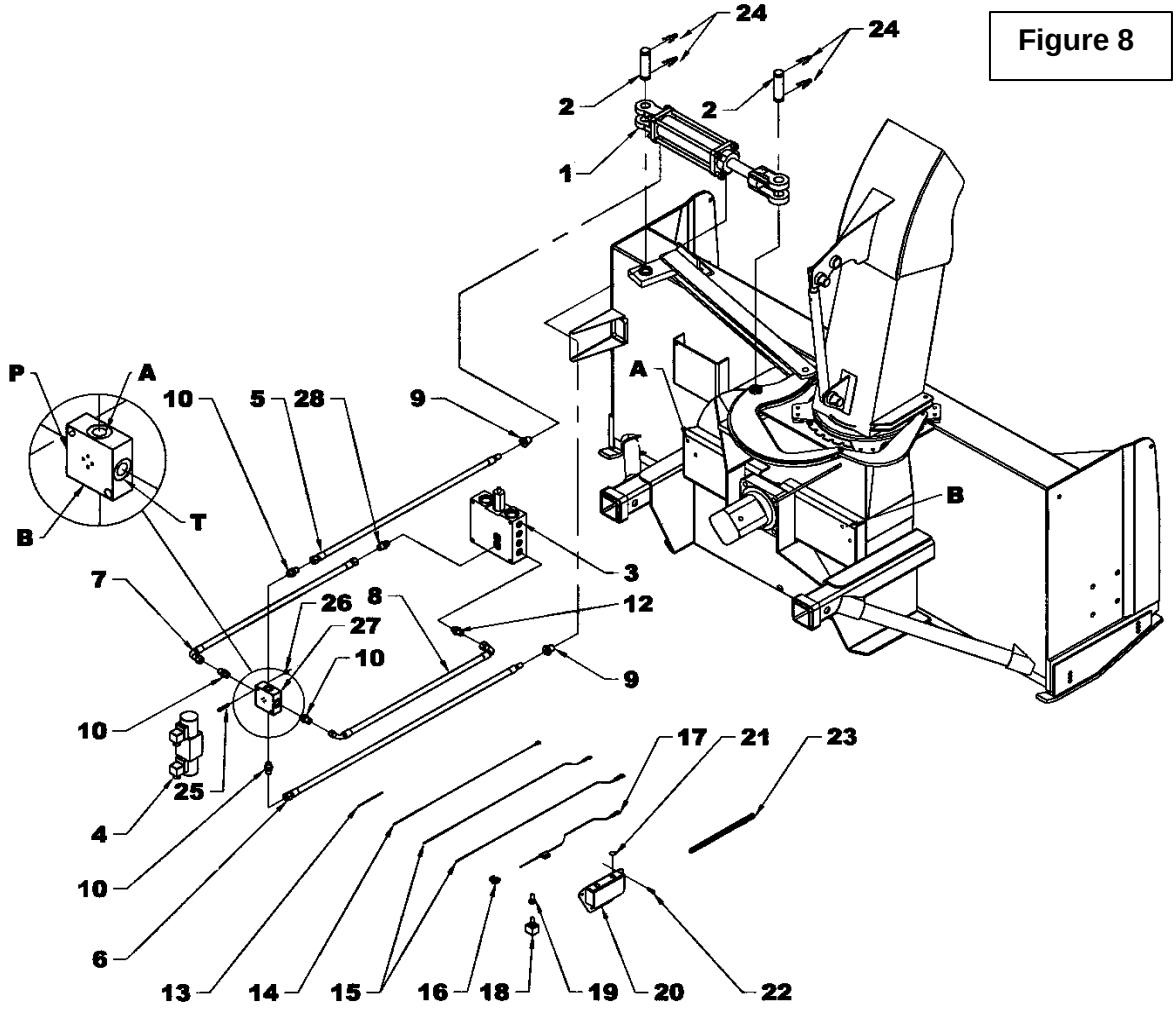

Figure 8
HYDRAULIC ROTATION - 8183 - *(3" x 8" Cylinder – 8150) (Figure 8)*
15. Remove the valve's (Fig. 8, item 4) connection case "A" (Fig. 7, item 3) of) by completely removing the front screw (Fig. 7, item 4) and remove the bottom plug (Fig. 7, item 5). Using a small screwdriver, remove the connection block (Fig. 7, item 6) by inserting the screwdriver in the plug hole (Fig. 7, item 5) and pushing lightly on the connection block. Insert a 360" white wire (Fig. 8, item 16) in the hole identified #1 (Fig. 7, item 1) and a black 9" wire (Fig. 8, item 13) in the hole identified #2 (Fig. 7, item 2) and run the wires through the case plug (Fig.7, follow the ghost lines).
17. Put the case back on the valve (Fig. 8, item 4) and fasten with the screw (Fig. 7, item 4). Reinstall the plug (Fig. 7, item 5).
18. Remove connection case "B" and insert a 360" white wire (Fig. 8, item 15) in the hole identified #1 (Fig. 7, item 1). Insert the end of the 9" black wire (Fig. 8, item 13) connected to case "A" as well as the black 360" wire (Fig. 8, item 14) in the hole identified #2 (Fig. 7, item 2) and run the wires through the case plug (Fig.7, follow the ghost lines). Reinstall the block in the case so the wires point down to avoid water infiltrations.
20. Bring the 360" black wire (Fig. 8, item 14) to the switchbox (item 18) through the same course used to bring the white wires (item 15) from the tractor to the snowblower and fasten the eye terminal to the switchbox using the fourth #10 x 1/2" self-drilling screw (Fig. 8, item 22).
21. Connect the fuse wire (Fig. 8, item 20) to the tractor's ignition switch wire using the tap connector (Fig. 8, item 17).
22. Place a loom (item 23) around all wires to protect them.